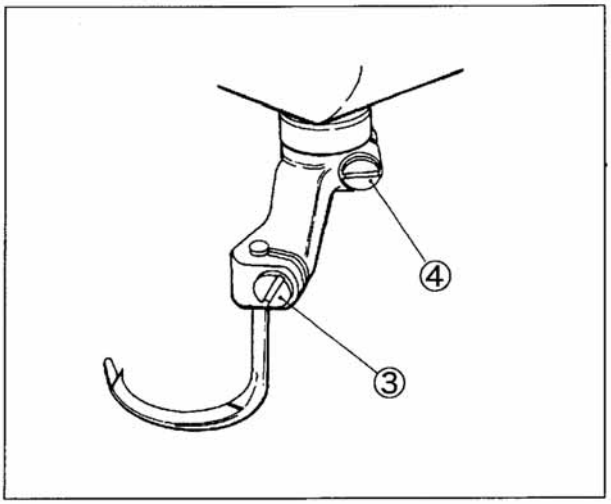

Рис. 6-11
(1) Ослабьте винты ③ и ④ на держателе укладчика (Рис. 6-11).